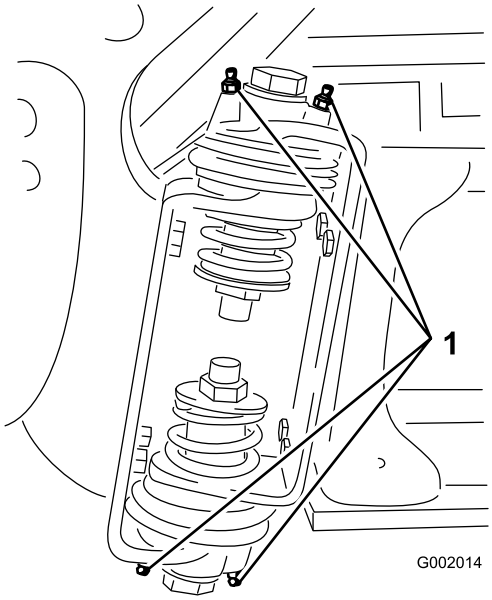

Bild 35
2. Pressen Sie Fett in die Lager oder Büchsen jedes Anschlussstückes Bild 35.